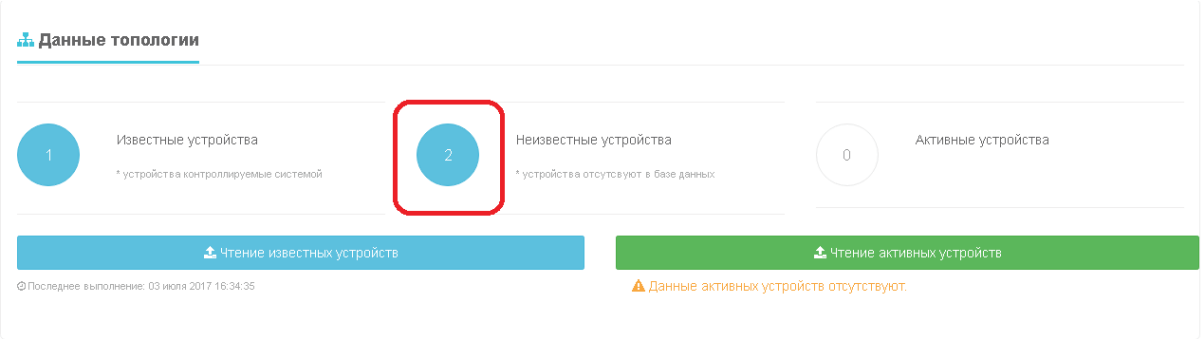

Рис. 17. Кнопка обзора неизвестных устройств
3. После успешного выполнения операции «Чтение известных устройств» обновится информация об известных и неизвестных системе устройствах, подключенных к данному УСПД. Просмотр устройств осуществляется при нажатии на кнопку с количеством известных/неизвестных устройств (Рис. 17). Вводить устройства из списка неизвестных можно двумя способами: